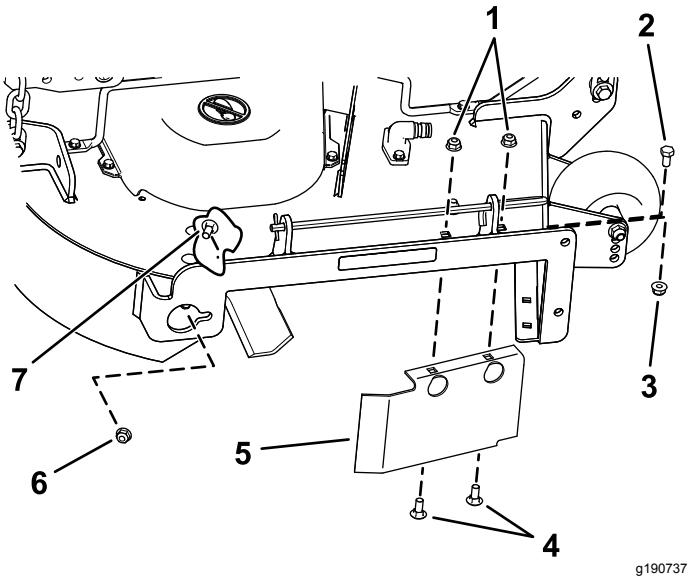

Figuur 17
8. Verwijder de slotbout (5/16" x ¾") en borgmoer (5/16") aan de achterwand van het maaidek waarmee de plaat aan het maaidek bevestigd is (Figuur 17).
9. Bij de voorste rand van de zijuitworp-opening bevindt zich een beschermplaat (Figuur 17).
10. Verwijder het bevestigingsmateriaal waarmee de beschermplaat en het rechterschot aan het maaidek zijn bevestigd (Figuur 17).
13. Plaats het eerder verwijderde bevestigingsmateriaal terug in de voorste openingen van de geleiderplaat en de voorste opening in het maaidek (Figuur 17).